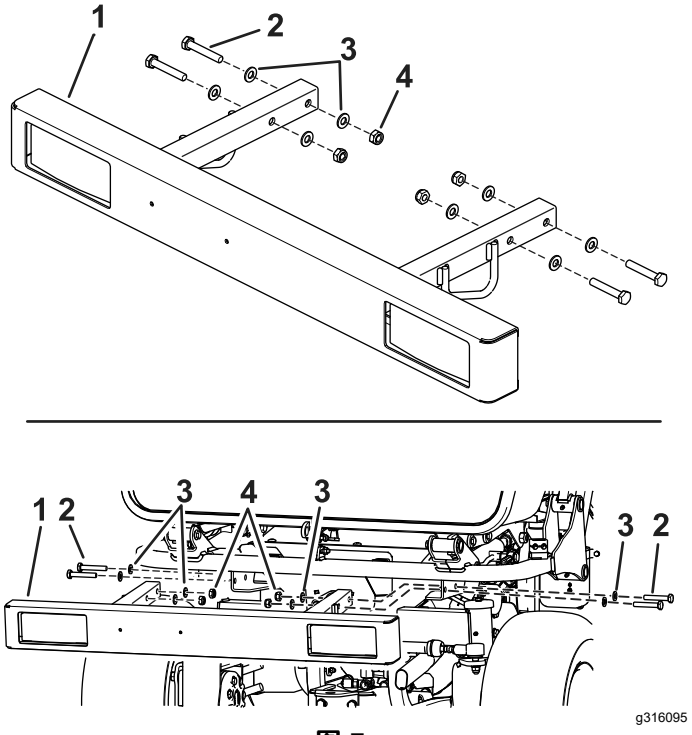

图 7
1. 从后缓冲器拆下五金件图 7。
2. 用之前拆下的五金件将后缓冲器安装到料斗下方图 7。